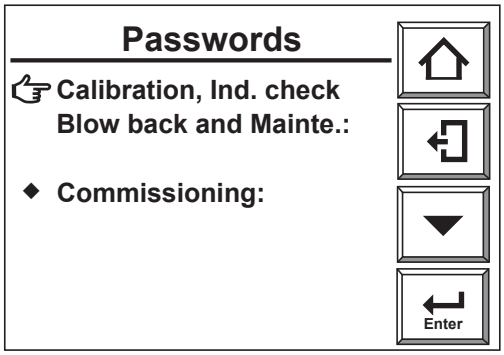

Figure 8.23 Password Setting
3) Select [Others] then [Passwords]. The display shown in Figure 8.23 appears.